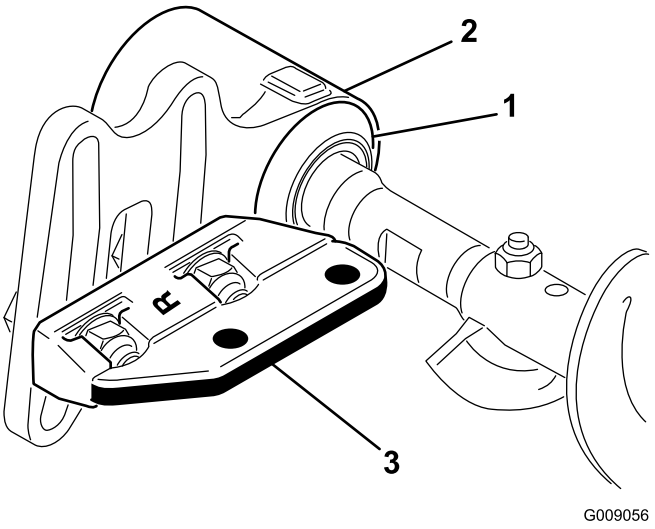

Figure 10
9. Faites glisser chaque joint d'étanchéité vers l'extérieur jusqu'à ce qu'il soit légèrement en contact avec chaque logement de roulement (Figure 10).